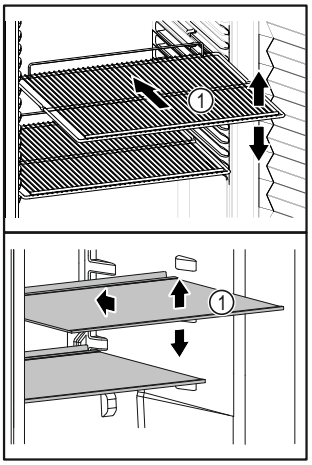

Fig. 5 Reprezentare exemplificativă
- ❑ Dacă polițele *Fig. 5 (1)* pot fi mutate, adaptați-le în funcție de înălțime.